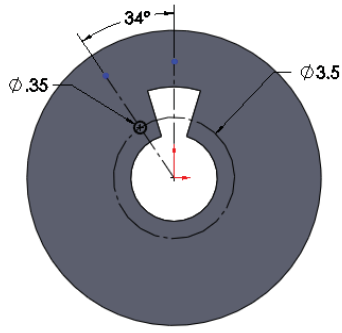

Figure 2-39 *Sketch of the cut feature*
6. Draw the remaining entities of the sketch. Next, apply dimensions to it by using the tools in the **Sketch CommandManager**, refer to Figure 2-39.